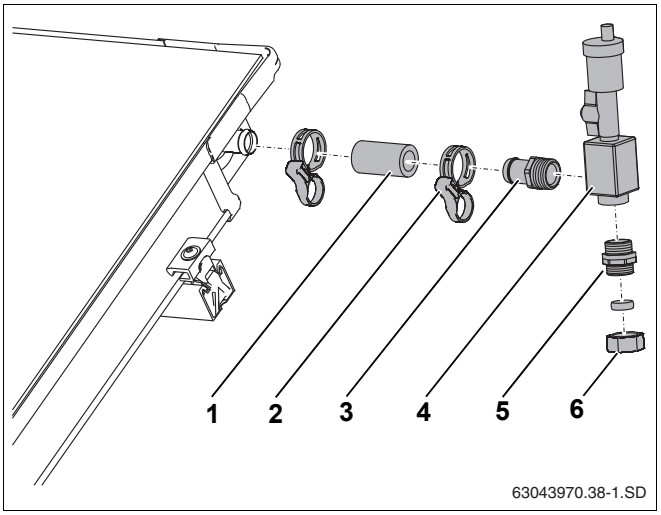

Рис. 60 Подключение воздушного клапана на крыше
- Надеть короткий шланг (55 мм, рис. 60, **поз. 1**) на штуцер подключения подающей линии коллектора и зажать пружинным хомутом.
- Завернуть наконечник R¾ с кольцом (рис. 60, **поз. 3**) в воздухосборник (рис. 60, **поз. 4**).
- Вставить наконечник (рис. 60, **поз. 3**) до упора в шланг и зажать пружинным хомутом (рис. 60, **поз. 2**).
- Завернуть двойной ниппель с кольцом (рис. 60, **поз. 5**) в воздухосборник.
- Подсоединить сборную линию к резьбовому соединению с зажимным кольцом (18 мм) (рис. 60, **поз. 6**).